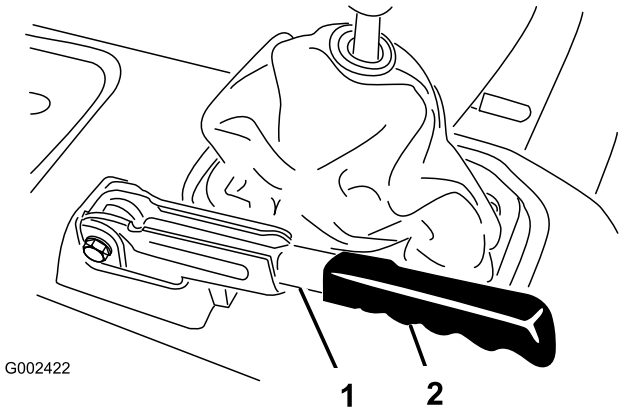

Figur 74
1. Fjern gummigrebet fra parkeringsbremsehåndtaget (Figur 74).